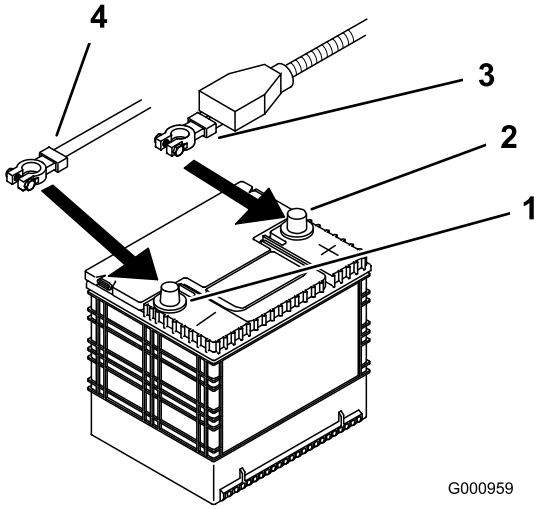

Figur 48
4. Lossa först batteriets minuskabel från batteriets minuspol (–) (Figur 48).
5. Skjut av den röda anslutningsskon från batteriets pluspol (röd). Lossa sedan batteriets pluskabel (röd) (Figur 48).
4. Fäst kablarna med 2 bultar (1/4 x 3/4 tum), 2 brickor (1/4 tum) och 2 låsmuttrar (1/4 tum) (Figur 48).